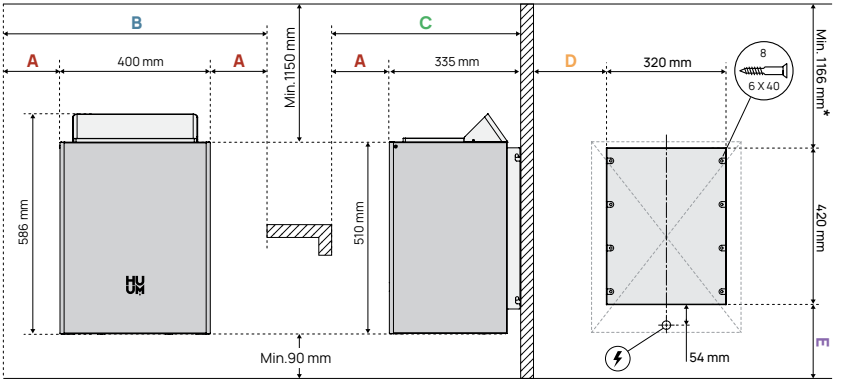

**Figure 2.** Positioning of the HUUM CORE Wall
- The input of the power cable is located on the back of the heater. The exact position of the cable on the wall is measured in relation to the heater mounting plate and has been indicated in **Figures 2 - 5.**